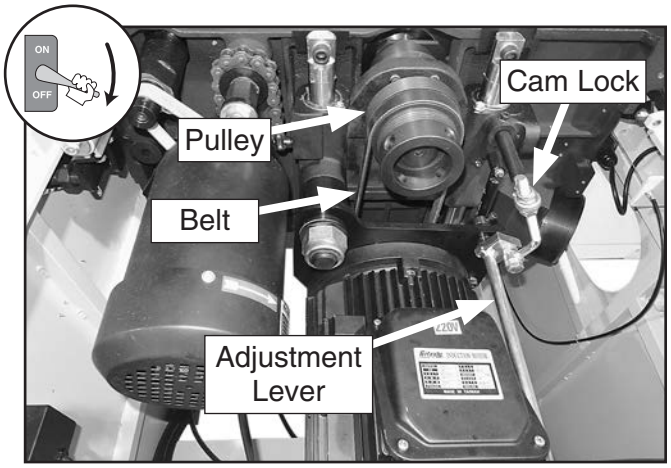

Figure 148. Main motor belt tension controls (table removed for photo clarity).
2. Open cabinet door and locate motor adjustment lever shown in **Figure 148**.